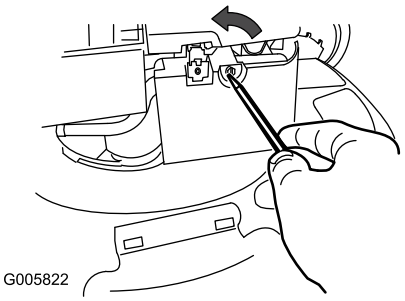

Figura 20
1. Aprite il coperchio del filtro dell'aria con un cacciavite (Figura 20).